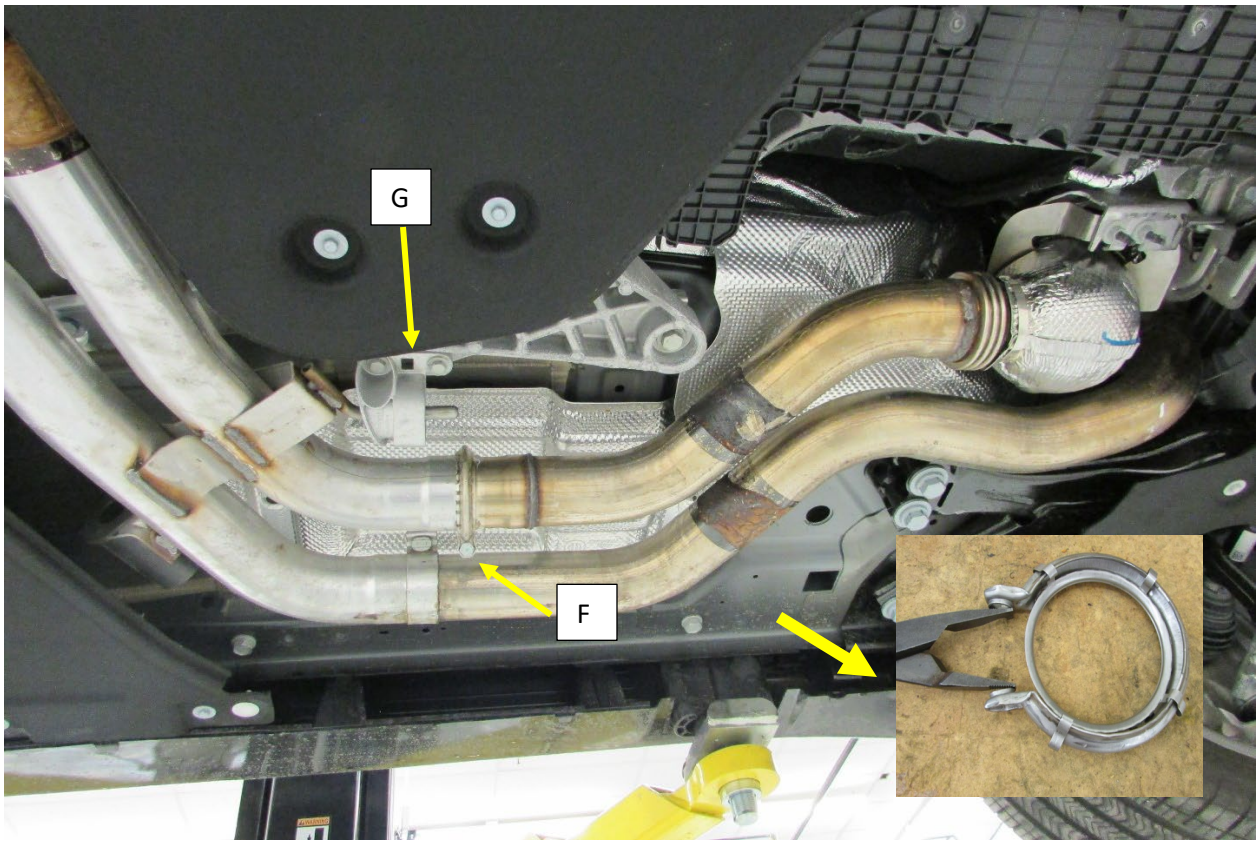

Figure.2
10. Remove the x2 bolts from the Isolator assembly **(G)** supporting the OEM mid pipe. **Fig.2**